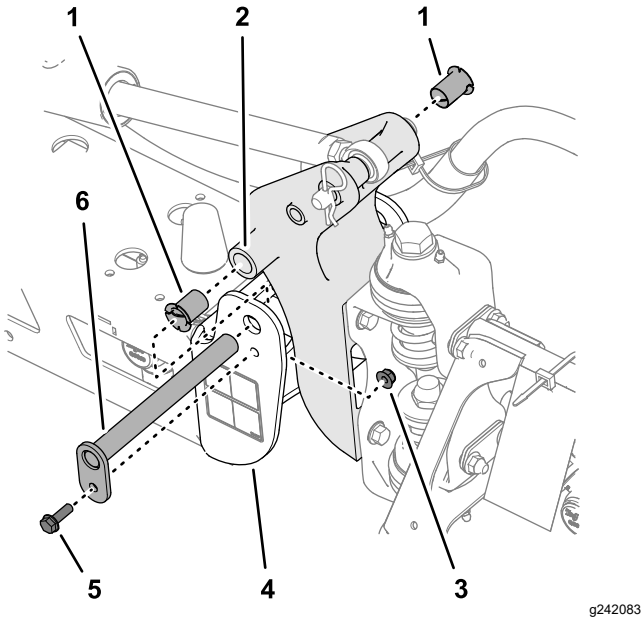

Figur 120
3. Lossa skruven och muttern som fäster svängtappen och ta bort tappen (Figur 120).
5. Ta bort nylonbussningarna från fram- och baksidan på tappfästet och undersök dem (Figur 120).
6. Smörj nylonbussningarna med lite olja och montera dem i tappfästet (Figur 120).
7. Rikta in hålen i tappfästet efter hålen i slutkanalen (Figur 120).